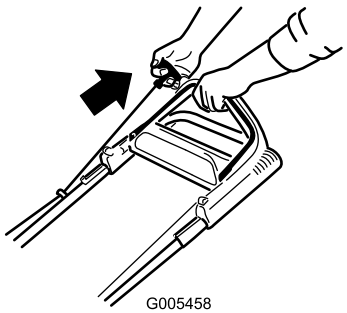

Figur 13
2. Træk i tilbageslagsstarteren (Figur 13).